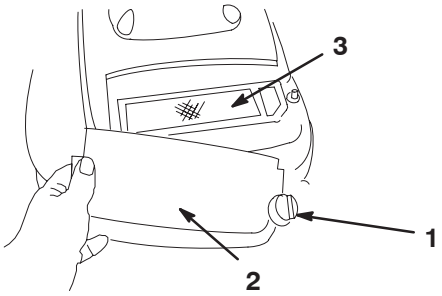

**Figur 37**
4. Ta bort kåpan och rengör den noggrant (figur 37).